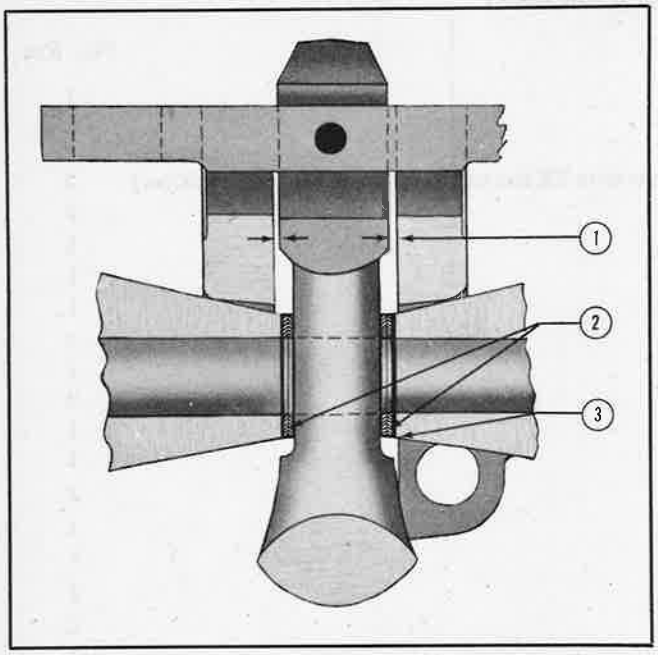

Figure 137—Adjustment of Actuating Cylinder Hook and Safety Latch Guide
d. Further adjustment, if necessary, is made by shifting the position of the spacing washers, between the hook and the landing-gear upper truss. Follow closely all dimensions called for in figure 137.